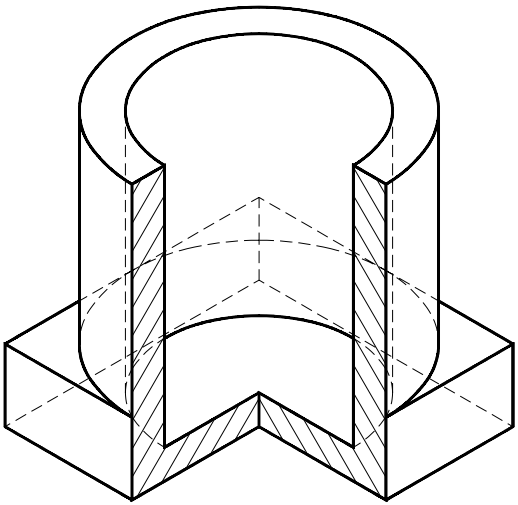

Fig. 8.12
9. Haşurarea suprafeţelor rezultate din secționare. Pentru haşurarea profilului din dreapta unghiul de înclinare al modelului de haşură **(ANSI31)** va fi de **75 grd.**, iar pentru profilul din stânga de **15 grd.** Îngroşarea muchiilor vizibile şi trasarea axelor axonometrice-izometrice (fig. 8.12).